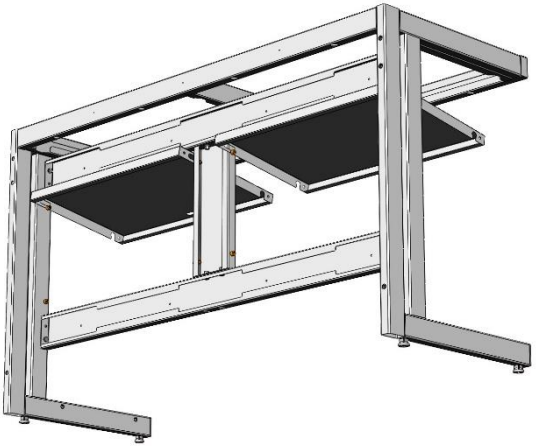

Рис. 4
5. Навесить декоративную панель – завести панель в горизонтальном положении так, чтобы болт М8х14 (цилиндрическая головка) попал в прорезь панели. Опустить панель в вертикальное положение *(Рис. 4)* При необходимости – отрегулировать высоту установки распорок расположением болта в посадочном отверстии.